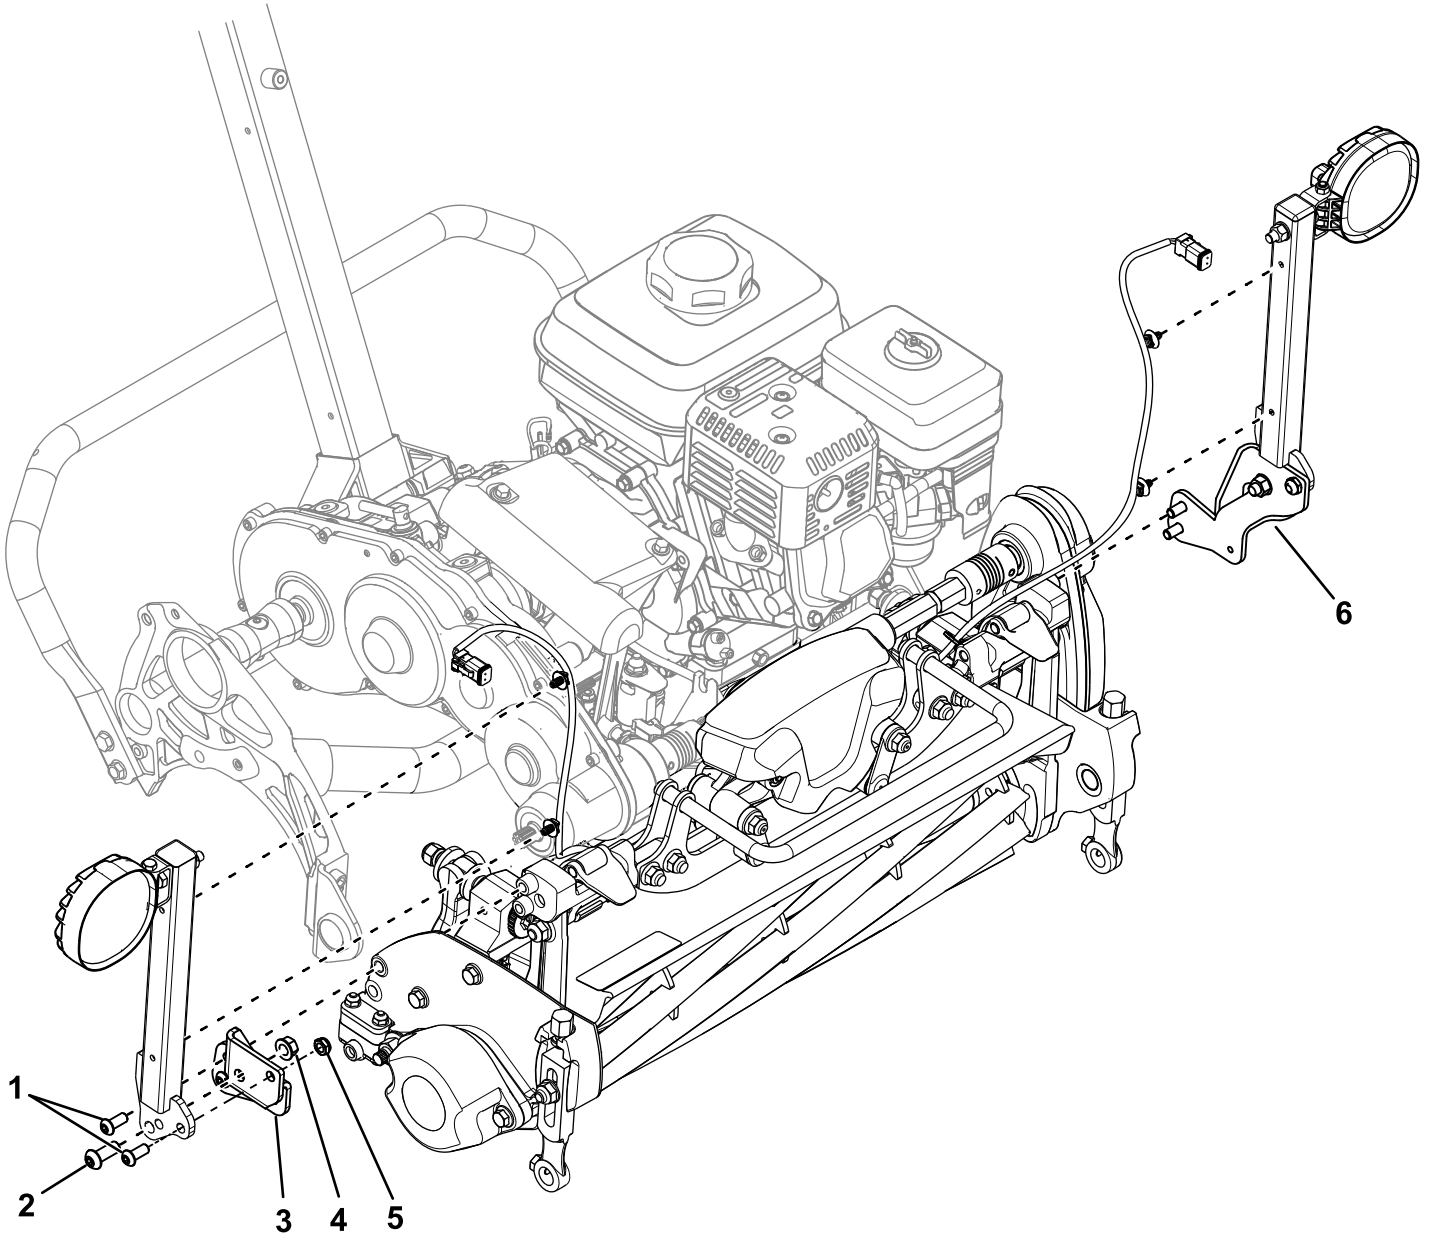

Figuur 4
1. Gebruik 2 inbusbouten (5/16"), 2 borgmoeren, 2 inbusbouten (⅜") en 2 flensmoeren (⅜") om de lampbevestigingen aan de montagebeugels te bevestigen (Figuur 4).
2. Gebruik 4 inbusbouten (5/16") om de montagebeugels te bevestigen aan de naafuiteinden van de maai-eenheid (Figuur 4).